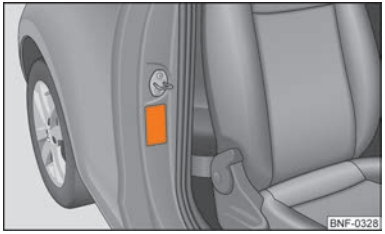

Fig. 81 Sticker on the B column on the front passenger side.
- This is also clearly stated on the sticker which is located on the B column on the front passenger side ⇒ Fig. 81. The sticker is visible upon opening the front passenger door. For some countries, the sticker is also affixed to the sun visor of the front passenger.